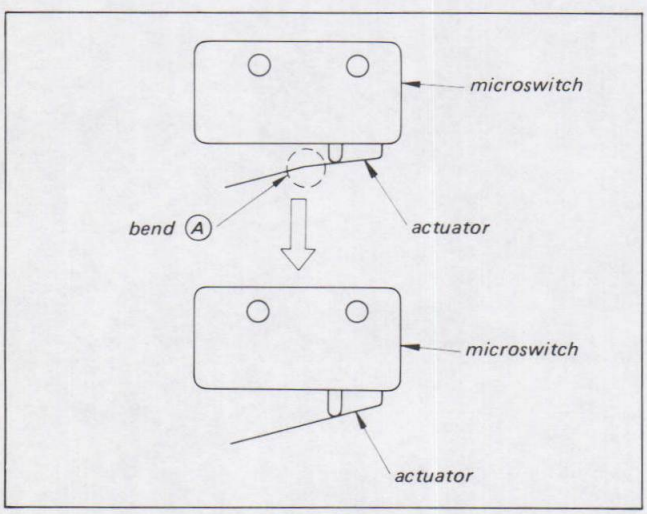

Fig. 3-33.
1) If the switch does not trip when the ϕ1.5 pin is inserted, loosen small screw (B) and adjust by moving the roller in the direction of the arrow little by little.
2) Bend the switch actuator as shown in Fig. 3-33 if the switch turns on when a ϕ0.6 pin is inserted.